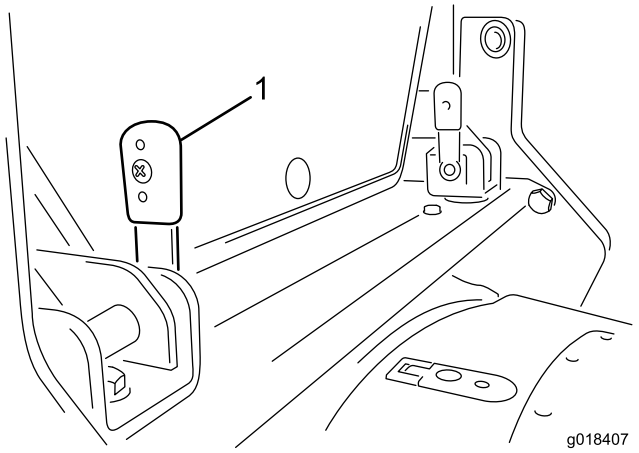

Figura 15
1. Ruotate le due leve di bloccaggio situate sulla traversa dietro la cabina in modo che siano rivolte verso l'alto (Figura 15).
2. Premete le leve dalla posizione verticale (Figura 15) attraverso la serie di staffe. Potrebbe essere necessario inserire le leve nelle staffe per allineare i perni di bloccaggio nelle scanalature.